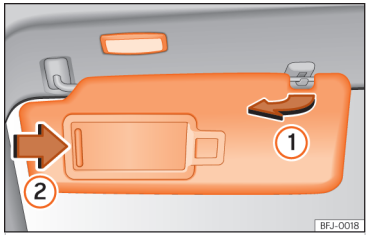

Abb. 113 Sonnenblende.
- Die Sonnenblende kann aus der Befestigung entnommen und zur Tür gedreht werden ››› (Abb. 113) (1).